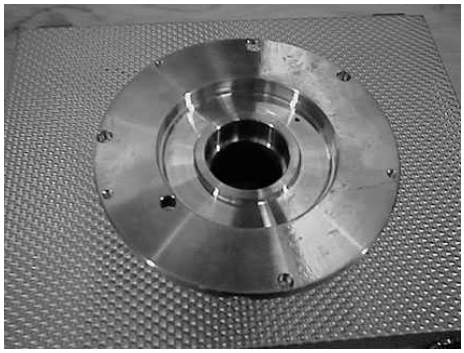

Fig. 25
6.04 Stand the clean Bush Holder (09.09) vertical with the Flange uppermost in an oven and heat to 300°C (572oF). - **Fig. 25**